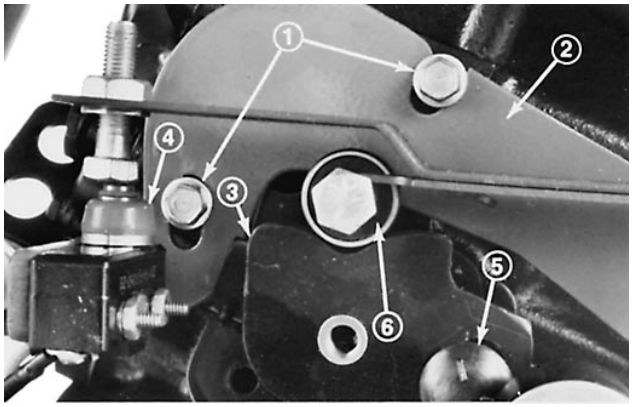

Afbeelding 70
4. Als de motor is afgezet, draait u moer op de slotschroef los en laat het lager naar de asnok gaan (Afb. 70). Draai de moer stevig vast op de slotschroef.
5. Draai de schroeven los zodat de beugel van het neutraalstandmechanisme kan bewegen; deze mag echter niet vrij kunnen bewegen (Afb. 70). Stel de beugel van het neutraalstandmechanisme dusdanig af dat de bedieningshendel net begint te draaien als hierop een torsie van 54± Nm wordt uitgeoefend. Draai de schroeven vast.